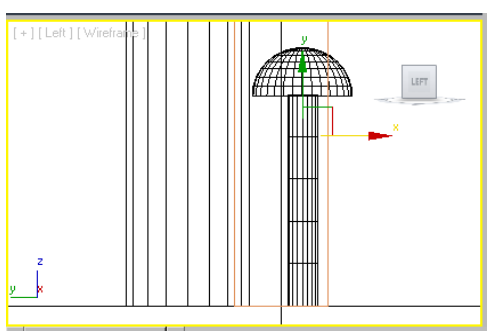

Figure 3-46 *Alignment of the cap and the body*
11. Align the *cap* and the *body* of the rivet in the Left viewport using the **Select and Move** tool, as shown in Figure 3-46.